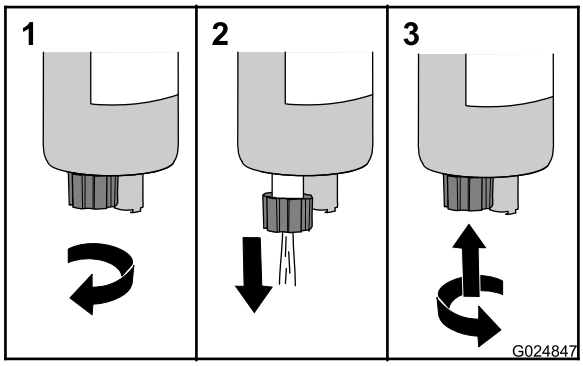

Figura 22
3. Gire a válvula de drenagem no sentido anti-horário em aproximadamente 3 e meia voltas até que a válvula caia do separador de combustível/água (Figura 22).
4. Drene a água e o sedimento do separador até que combustível claro esteja visível (Figura 22).
5. Levante a válvula e gire no sentido horário até que esteja firme (Figura 22).